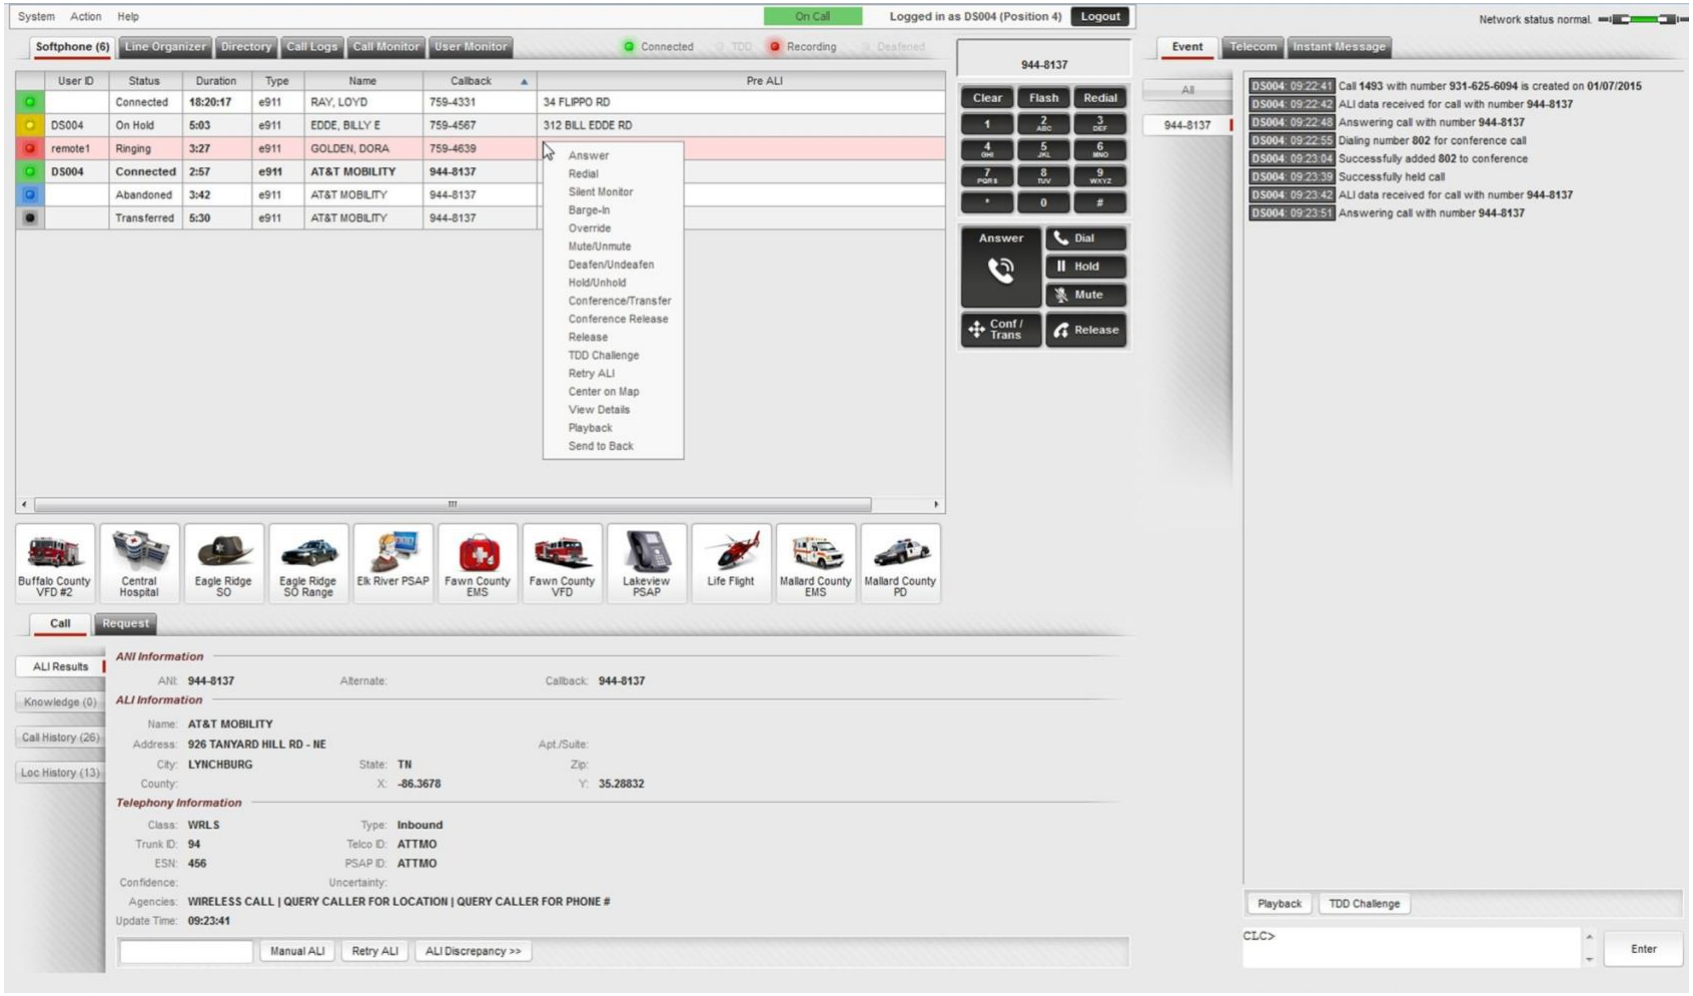
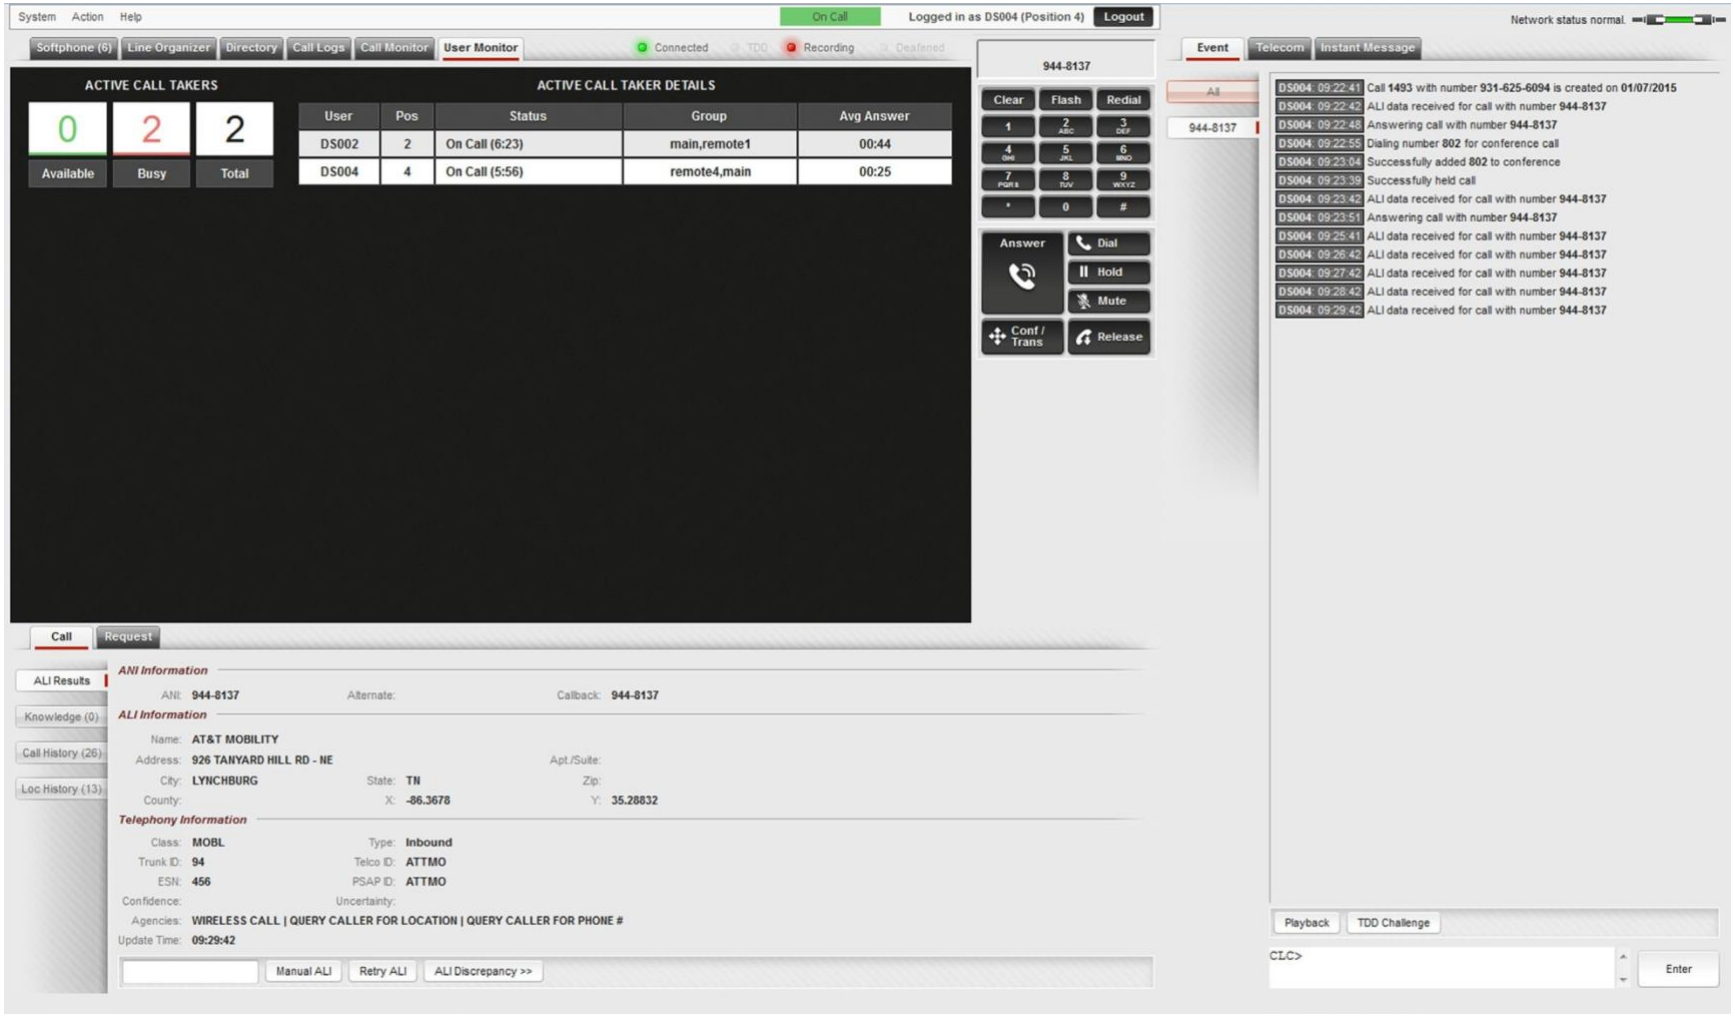

Figure 2-6: CallStation Softphone Tab
Figure 2-11: CallStation User Monitor
CallStation is CallWorks' comprehensive application for providing receipt and management of emergency calls. CallStation provides call taking and management capabilities from a single screen, allowing for integration with other applications (such as CAD or mapping systems) on secondary screens. CallStation can be configured to include mapping. CallStation with Mapping provides complete call management options from the map as well as the Call Screen. Figure 2-6 - Figure 2-11 display the CallStation Call Screen and the (optional) Map Screen.
- **Softphone** - The Softphone displays detailed information on all active calls and provides full call management capability. The information provided on active calls includes the User ID of the managing call taker, call status (e.g. Ringing, On Hold, Transferred, Abandoned, etc.), duration, type (e.g. inbound, outbound, SMS), caller name, ANI provided callback number, and Pre ALI data. Adjacent to each call in the Softphone is a status light, which conveniently indicates call status according to color (e.g. red for Ringing, green for Connected, blue for Abandoned, black for Transferred etc.). Additionally, the Softphone features transfer/speed dial buttons (Softphone Buttons). Softphone Buttons are created and managed from AdminiStation by authorized users. The Softphone also features call indicators which specify whether a call is connected, being recorded, deafened, or a TDD call. Figure 2-6 displays the CallStation Softphone.
- **User Monitor** - The User Monitor tab includes details on active users including username, workstation position, status (e.g. Available, On Call, etc.), Dispatch Group of which user is a member, average answer time, and more. Figure 2-11 displays the User Monitor.
- **SMS Tab –** The SMS Tab provides for the receipt and management of SMS calls. An incoming text message appears in the call table as ringing. "SMS" is displayed under the type column, indicating the caller is texting 9-1-1. To view the SMS and respond, the call taker must simply "answer" the call. Once the call has been answered, the SMS Tab opens displaying the text and providing full management capabilities such as Barge-In, Transfer, Release, etc. Additionally, an SMS drop-down list containing predefined messages may be used to quickly respond to the caller. A log of the conversation with details such as the phone number, answer time, release time, and more are stored in DecisionStation. Figure 2-11 displays the SMS Tab.